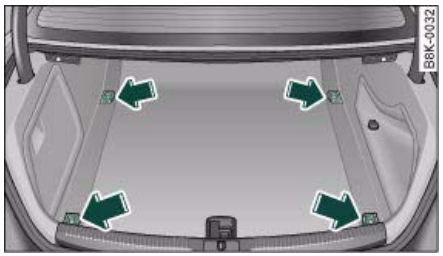

Fig. 83 Location of fastening rings in luggage compartment
– Use the fastening rings to secure the load ⇒ fig. 83 -arrows-.